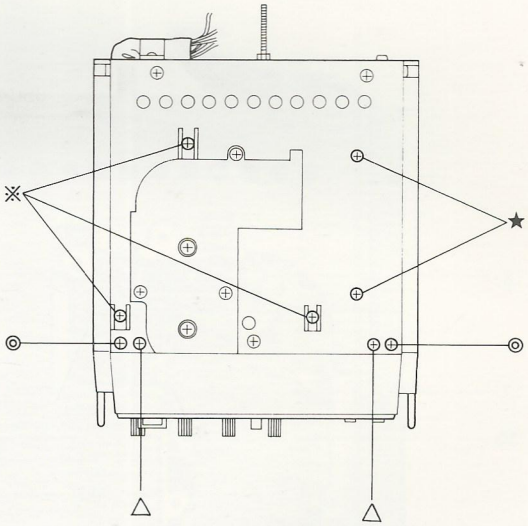
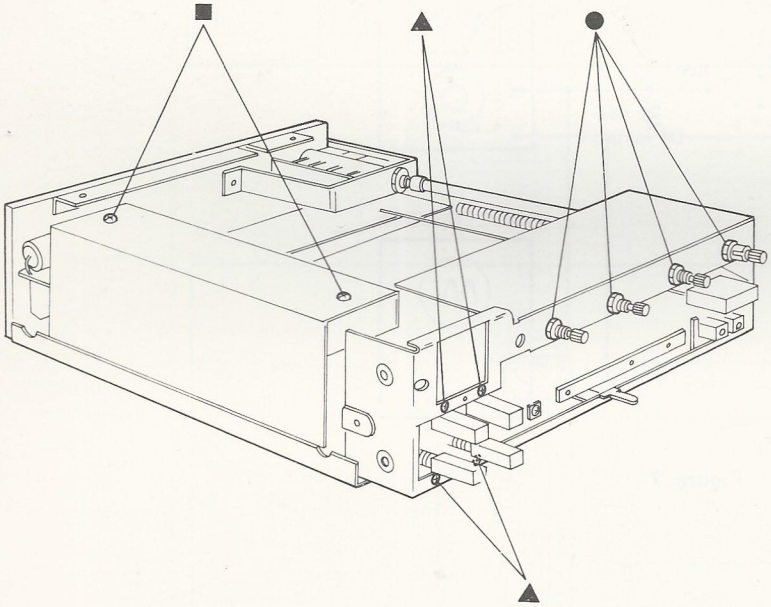

Figure 3
Figure 6
(1) Remove eleven screws marked "◎" as shown in Figures 3 and 5.
(2) Disconnect all wires from the P.C.B.
(3) The rear cover, volume P.C.B. and Main Amp P.C.B. can be removed.
(1) Remove four nuts and washers marked "●" as shown in Figure 6.
(2) Disconnect all wires from the P.C.B..
(3) The control P.C.B. can be removed.
(1) Remove two screws marked "■" as shown in Figure 6.
(3) Remove two screws marked "★" as shown in Figure 3.
(4) The pre-Dolby P.C.B. can be removed.
(1) After removing the pre-Dolby P.C.B., remove four screws marked "▲" as shown in Figure 6.
(3) The switch P.C.B. can be removed.
(1) Remove three screws marked "*" as shown in Figure 3.
(2) Slide the cassette deck to backward and then the cassette deck can be removed.